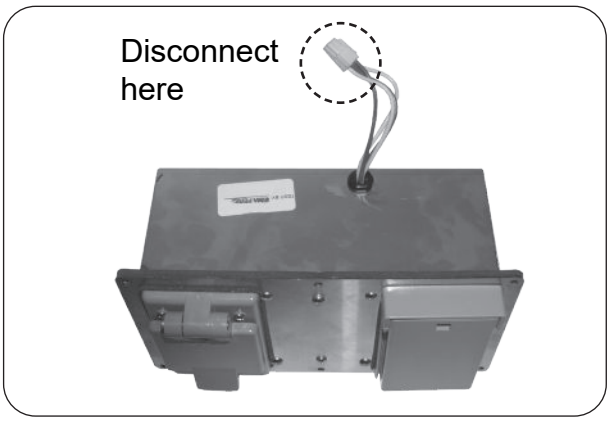

Fig. 46-2 Slightly pull out box and disconnect wire harness
3. Slightly pull out the box to expose the wiring, and disconnect the wire harness (see Fig. 46-2). Completely remove the box from the grill for ease of fuse replacement.